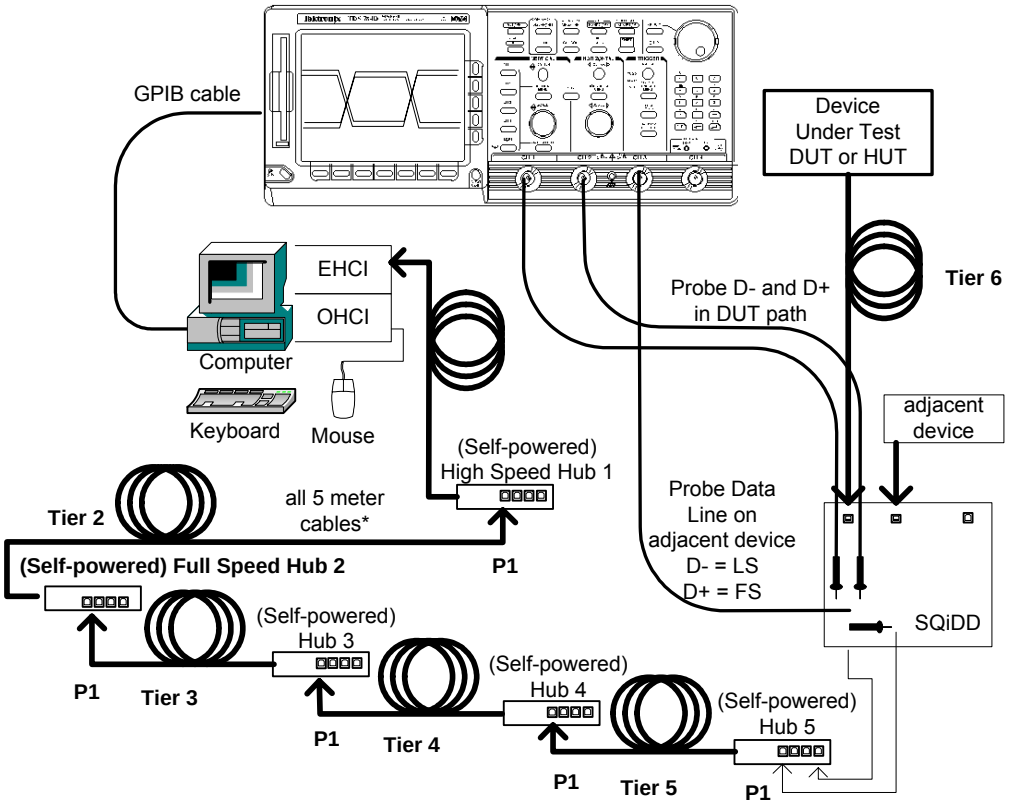

Figure B-11: device and hub upstream signaling test and receiver test schematic
6. Attach the HS Hubs to the EHCI controller as shown in Figure B-11. Hub #1 is required to be a High Speed Hub for USBHSET to work properly. Hub #2 is required to be a Full Speed Hub to ensure the DUT/HUT operates at Full Speed when testing a High Speed capable device. Each hub below Hub #1 should be attached to port 1 of the upstream hub, with the exception of the HUT, if testing a hub. This will make it easier to identify the device under test from the enumerated device list provided by HSET. Verify in Device Manager that all hubs enumerate properly.
13. When the Device Test screen appears, click the enumerate button. This forces a complete enumeration of the tree. All devices attached to the EHCI host controller should appear in the device enumeration list. If the tree is connected as shown in figure B-11, the DUT/HUT will appear at the bottom of the enumeration list as shown below.